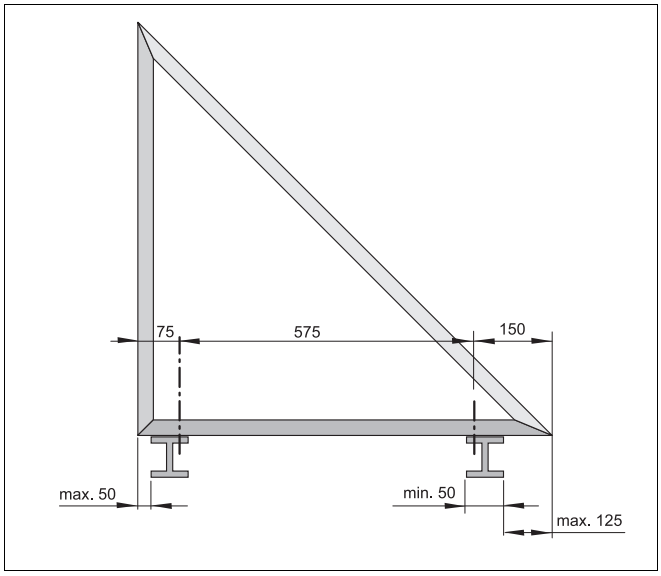

Afb. 43 Te respecteren maten voor de onderconstructie
- Bouw de onderconstructie volgens de aangegeven maten (afb. 43).